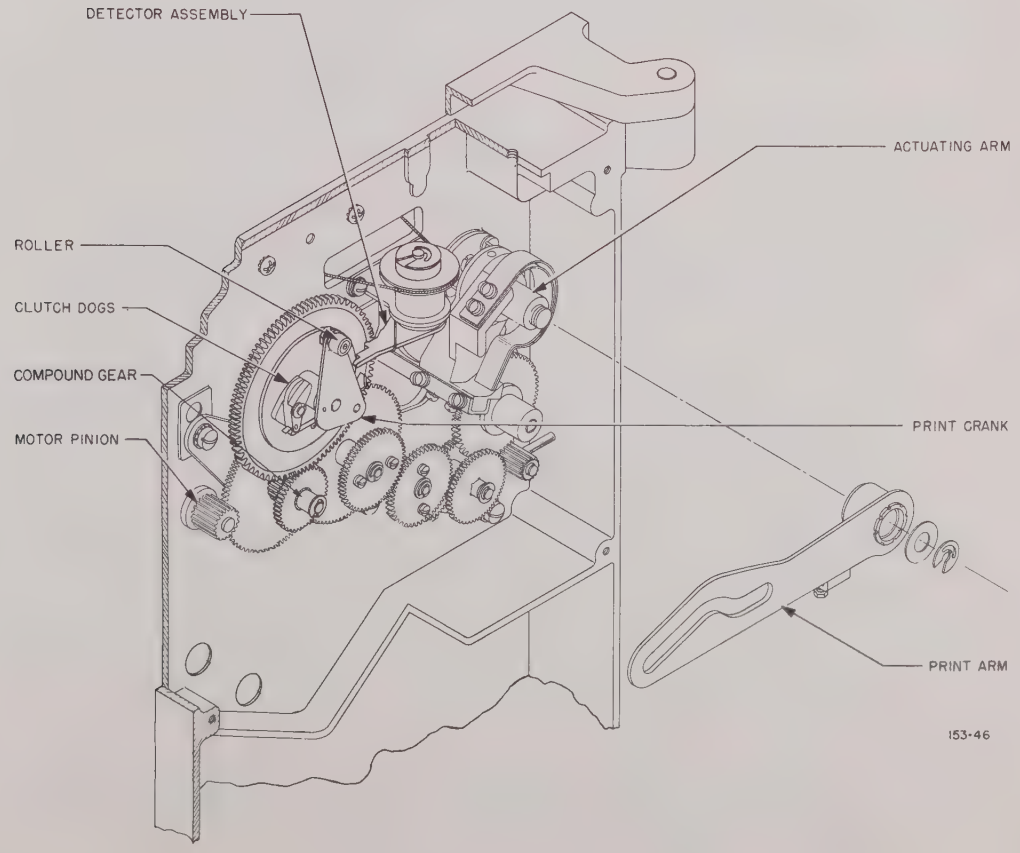

Figure 1. Cyclic printing mechanism
**a.** Check adjustment of printing mechanism (fig. 1) as follows: